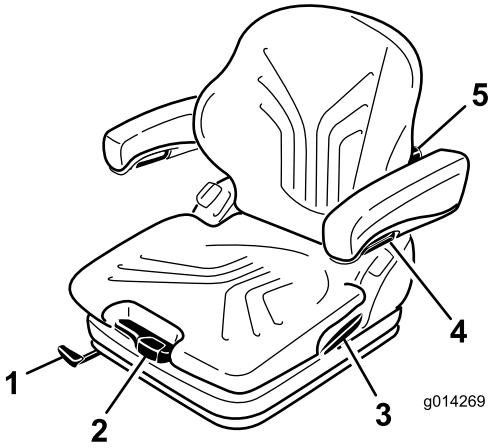

Figur 11
Du justerar sätet efter förarvikten genom att dra i eller trycka på viktjusteringsspaken (Figur 11).
1. Lyft spaken för att låsa upp sätet och justera det (Figur 11).
Du justerar lutningen i den övre delen av ryggstödskudden genom att föra justeringsknoppen uppåt. Du justerar lutningen i den nedre delen av ryggstödskudden genom att föra knoppen nedåt (Figur 11).
Du höjdjusterar armstöden genom att ta bort den runda hatten (Figur 11) från skyddet, lossa på sexkantsmuttern (13 mm) bakom det, justera armstöden till önskat läge och dra åt muttern. Sätt tillbaka hatten på muttern.
Justera armstödens vinkel genom att vrida på justeringsknoppen (Figur 11).
Dra upp låsspärren för att frigöra ryggstödets spärr (Figur 11). När du frigör ryggstödets spärr ska du inte utsätta ryggstödet för något tryck.